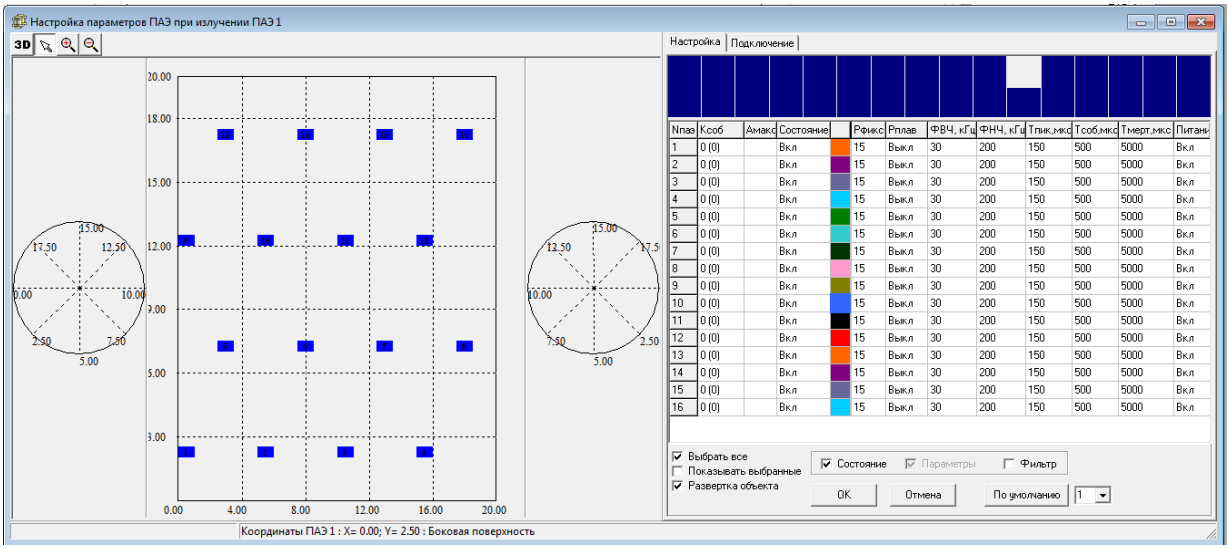

Рис. 131 Окно “Перепрограммирование ПАЭ”.
- ✓ Для индивидульного перепрограммирования ПАЭ установите опцию ***Использовать перепрогр. ПАЭ***. В данном режиме для каждого излучающего ПАЭ настраиваются настройки каналов всего объекта (рис. 131). Используется возможность выбора номера настройки, из которой необходимо считывать параметры (в выпадающем меню справа от кнопки выберите номер настройки самотестирования и нажмите **По умолчанию**, после чего при необходимости редактируете индивидуальные настройки каждого канала).